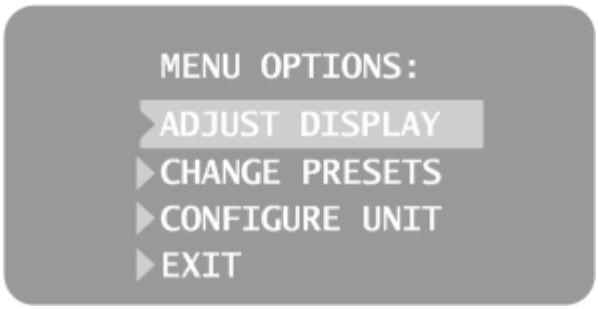
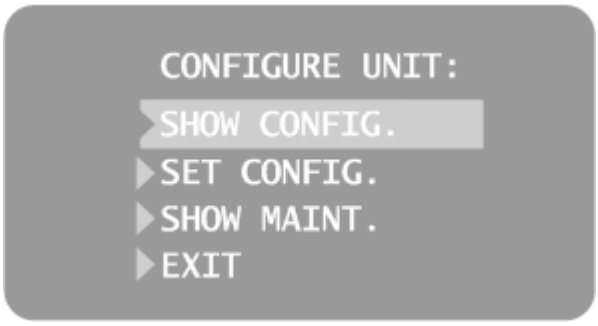
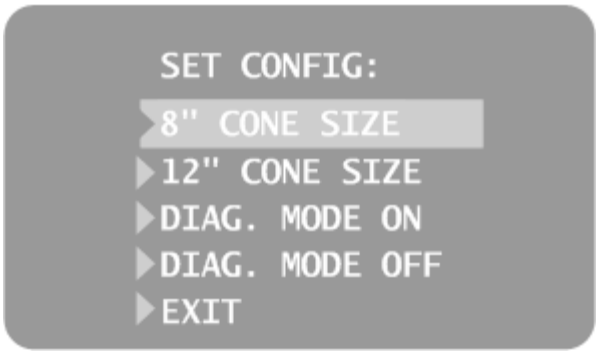

Figure 3
Figure 6
Figure 7
1. To enter system configuration mode, depress the Tooth Selection and Patient Size Selection buttons on the Operator Panel simultaneously for 5 seconds. The display shows the Main System Configuration menu, as shown in Figure 3, and the Ready Indicator blinks.
1. From the system configuration main menu, shown in Figure 3, select ADJUST DISPLAY. You will see the Display Options menu shown in Figure 4.
2. Selecting EXIT returns the display to the Main System Configuration menu shown in Figure 3.
1. From the Main System Configuration menu, shown in Figure 3, select CHANGE PRESETS. You will see the Preset Options menu shown in Figure 5.
1. From the Main System Configuration menu, shown in Figure 3, select CONFIGURE UNIT. You will see the Configuration menu shown in Figure 6.
Selecting SET CONFIG. from the Configuration menu, shown in Figure 6, displays the Set Configuration menu, Figure 7, with options to change the cone size. The Preva Dental X-Ray System is factory set for use with the standard supplied 8 inch (20 cm) Cone. The 12 inch (30 cm) Cone (30-A2200) is available. Using the longer Cone requires longer exposure times, which the Preva automatically selects when you change the Cone size in the Set Configuration menu.
2. Select SET CONFIG. You will see the Set Configuration menu, shown in Figure 7.